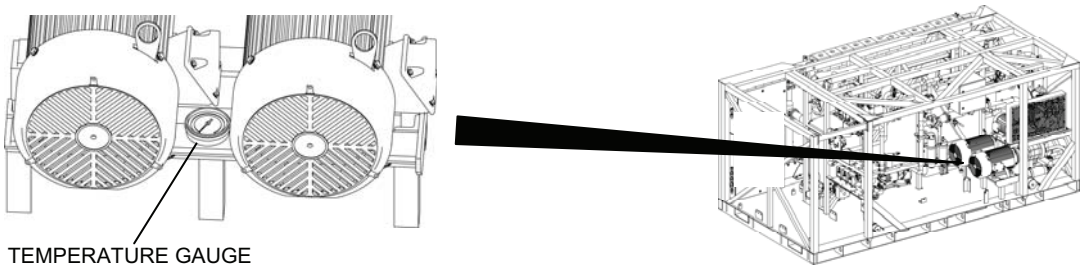

Figure 1. Temperature Gauge Between the High Pressure Pumps.
d. Allow the heater to run for at least one hour or longer if needed to reach a temperature of at least 60˚ F. A temperature gauge is mounted on the frame between the High Pressure Pumps (Figure 1). Do not continue until the temperature is at least 60˚ F.